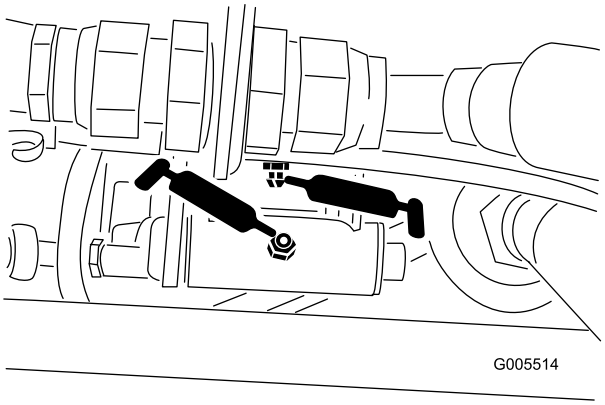
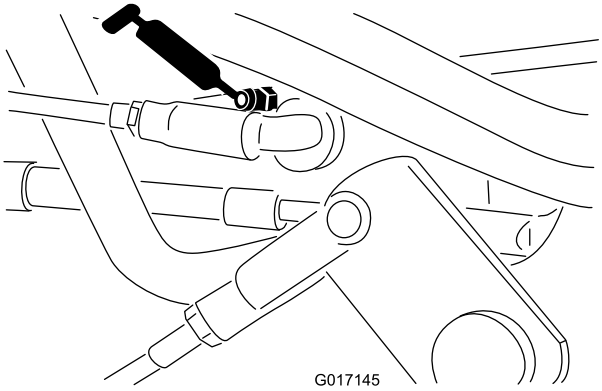

Bild 42
Bild 43
- Geschwindigkeitsgestänge (Bild 42 und Bild 43).